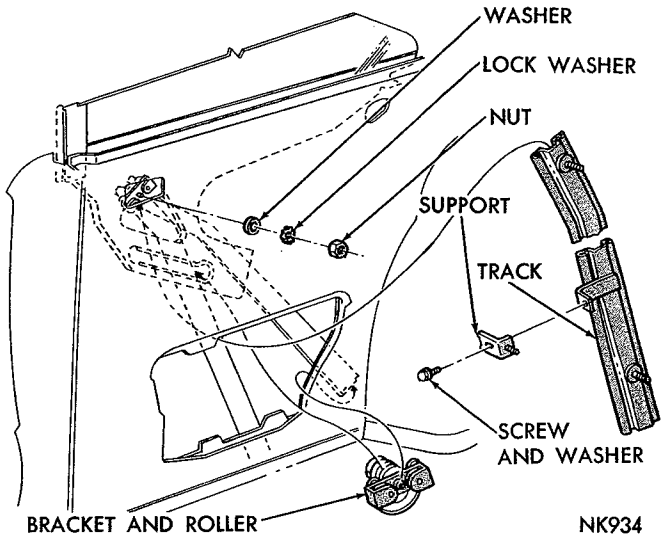

*Fig. 130—Quarter Window Front Track*
(1) Remove nut and washers attaching track to belt line (Fig. 130).